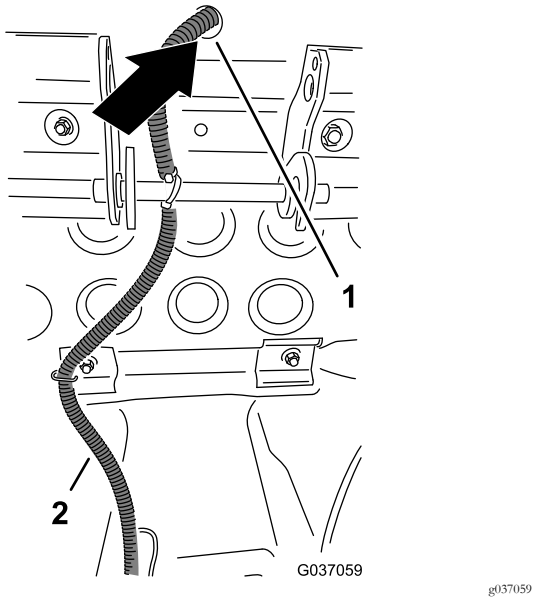

Figura 23
6. Encaminhe o conetor de duas tomadas da cablagem de relé (fios branco e preto) através do orifício na plataforma localizado atrás do banco (Figura 23).
kit de 350 cm ao longo da cablagem do relé e através do orifício na plataforma localizado atrás do banco; consulte a Figura 23 em Ligação do relé e da cablagem (Modelo 02750) (página 9).